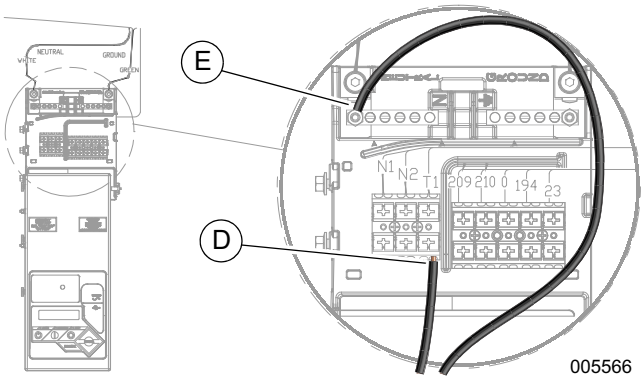

Figure 14. Bornier de détection d'entrée
Voir ***Figure 14***. Raccordez les câbles conducteurs du réchauffeur à la borne T1 (D) et au contact neutre (E), tel qu'illustré.